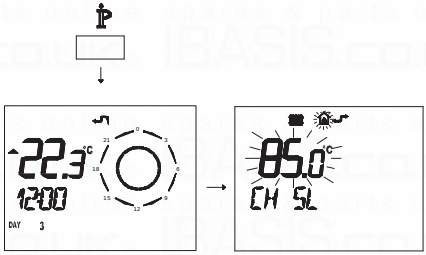

Fig. 7.39
- Press button i for more than 3 seconds to enter in INFO mode (Fig. 7.39).